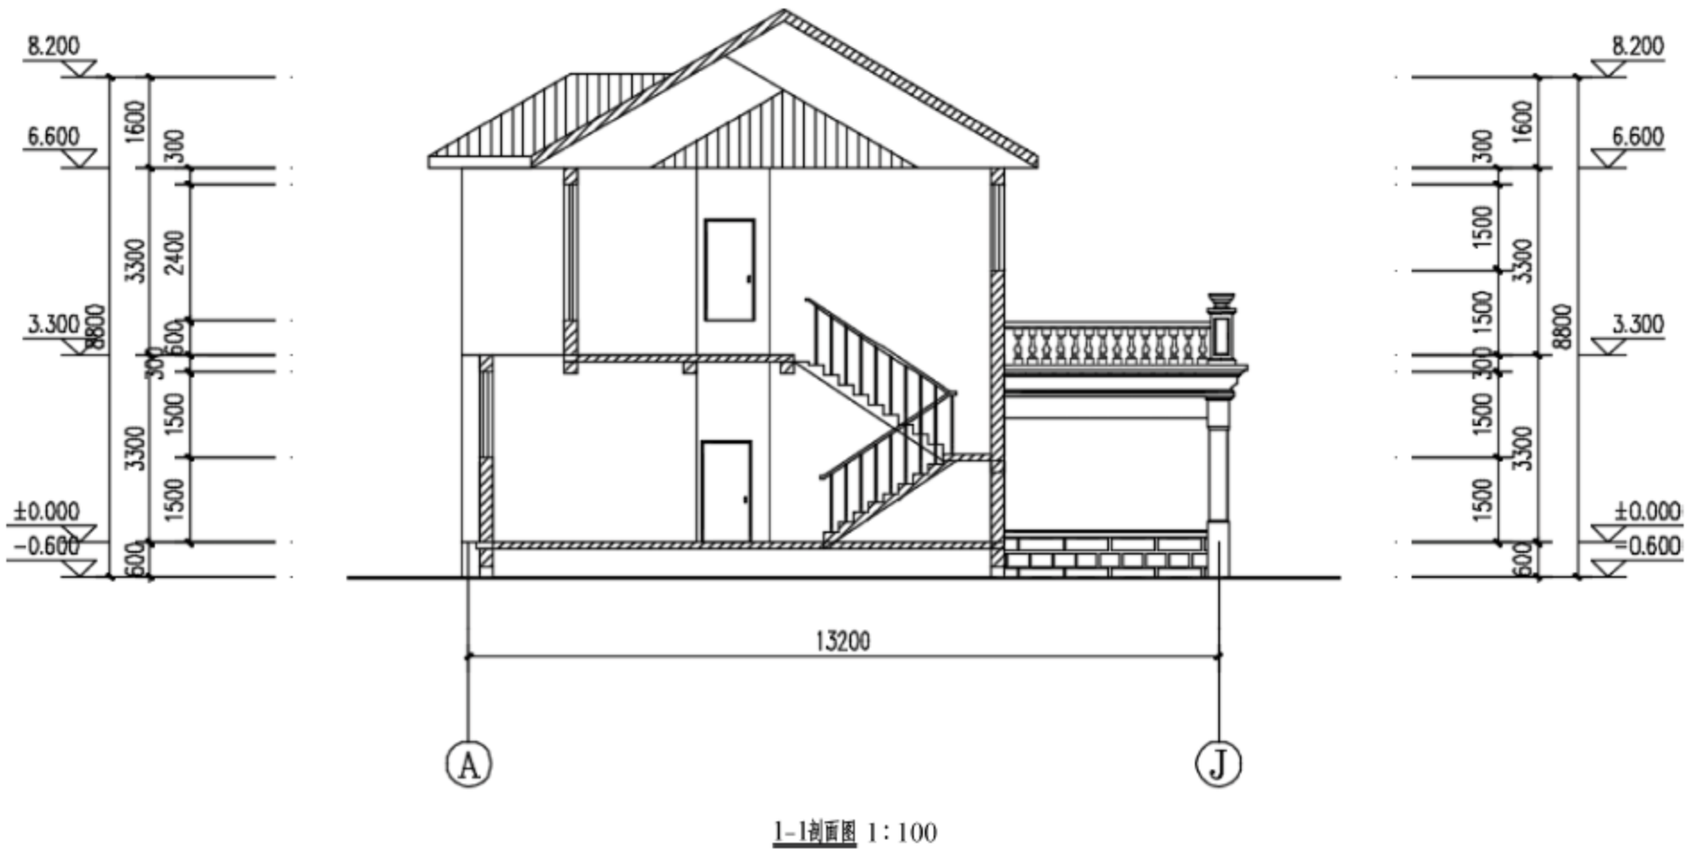

图 18-157　建筑剖面图
本节针对一个简单实例，综合运用剖面绘制的命令，详细介绍别墅剖面图的绘制方法。别墅 1—1 剖面图如图 18-157 所示。
(2) 单击“保存(S)”按钮，即可在指定位置生成立面图，由天正生成的立面图一般不可以直接应用，应进行适当的修整，如图 18-157 所示。